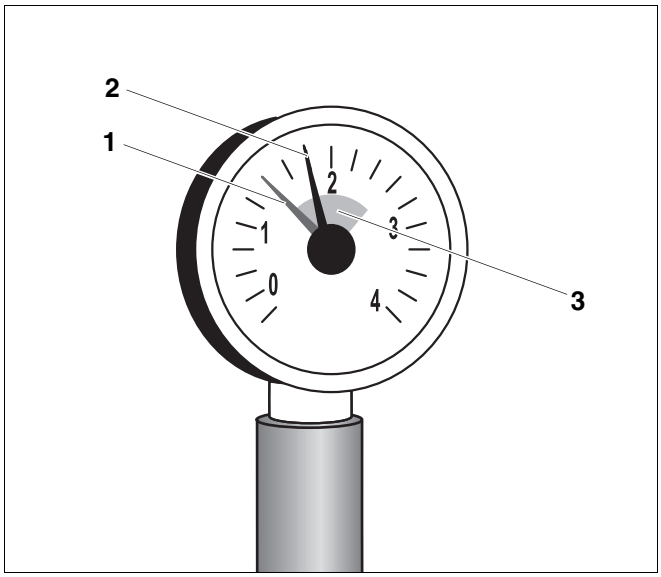

Fig. 5 Manómetro para instalaciones cerradas
En las instalaciones cerradas, la aguja del manómetro (fig. 5, **pos. 2**) debe encontrarse dentro de la marca verde (fig. 5, **pos. 3**). La aguja roja (fig. 5, **pos. 1**) del manómetro debe estar ajustada a la presión necesaria para la instalación.
- Si la aguja del manómetro (fig. 5, **pos. 2**) desciende de la marca verde (fig. 5, **pos. 3**) la presión de agua de la instalación es insuficiente. Agregue agua de rellenado (véase capítulo 3 "Utilización del agua adecuada de rellenado y de llenado", página 7) a la instalación.